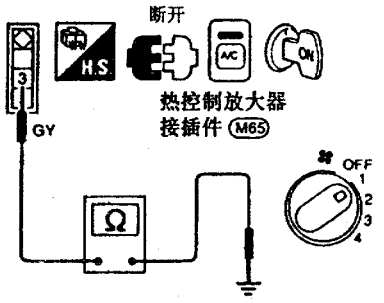

图 14－3－8　检查热控制放大器（二）
如图 14－3－8 所示，拔下热控制放大器的线束插接件，在线束一侧接上欧姆表，检查端子③与车身搭铁之间的导通性，应如表 14－3－11 所示。